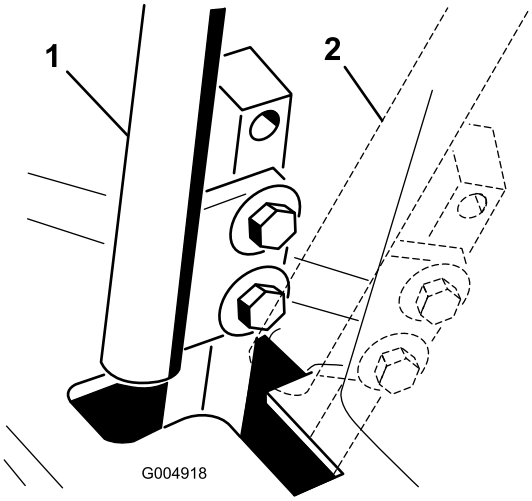

Figuur 57
4. Zet de rijhendel in de neutraalstand **zonder deze te vergrendelen** (Figuur 57).
6. Controleer of de hendel de juiste positie heeft ten opzichte van de inkeping in het bedieningspaneel (Figuur 57).